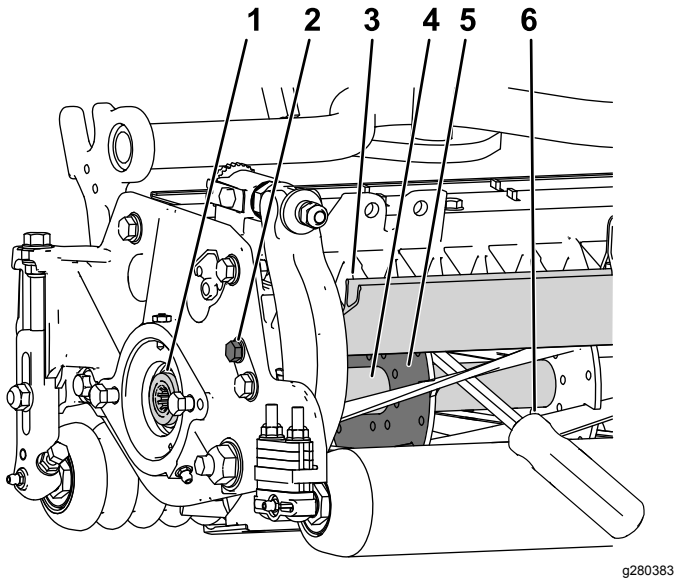

**Figur 31**
1. Lossa på skyddsskruven på klippenhetens vänstra sida och höj upp det bakre skyddet (Figur 31).
2. För in en bändstång med långt handtag (vi rekommenderar storleken ⅜ x 12 tum med ett skruvmejselhandtag) genom klippcylinderns baksida närmast sidan på den klippenhet som du ska dra åt (Figur 31).
3. Placera bändstången mot cylinderstödplattans svetsade sida (Figur 31).